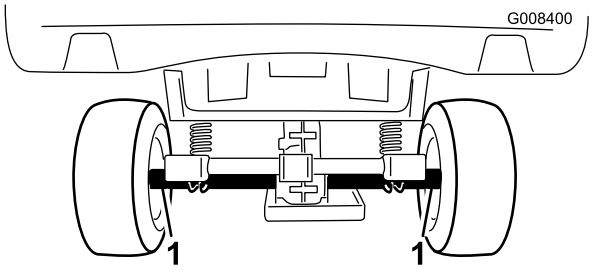
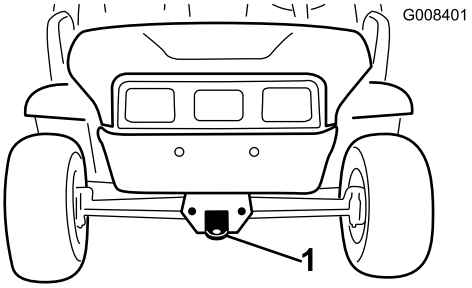

Figuur 18
Figuur 19
Om het voertuig over grote afstanden te verplaatsen, moet u een aanhanger gebruiken. Zorg ervoor dat het voertuig stevig is bevestigd op de aanhanger. Zie Figuur 18 en Figuur 19 voor de plaats van de bevestigingspunten.
2. Bevestig een sleepkabel aan de lip op de voorzijde van het frame (Figuur 19).